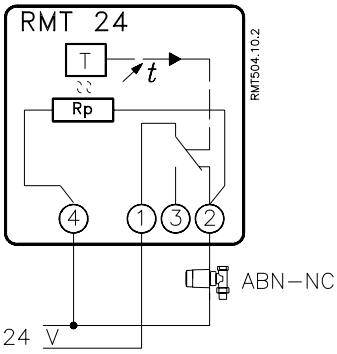

Fig. 5.
Wiring, fig. 5, 6 & 7.
RMT versions with parallel accelerator Rp, will have a lower temperature differential when terminal ❶ is connected as shown in fig. 5 & 6.